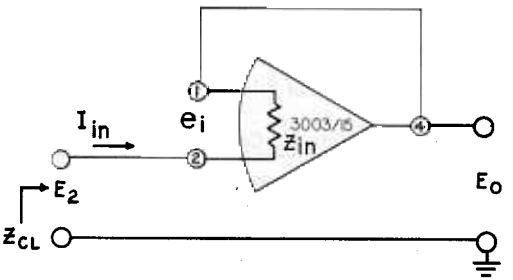

Fig. 49. Voltage follower.
In Fig. 49, the Model 3003/15 is again shown in the voltage follower circuit with the open loop input impedance, Z_{in}, indicated. For any change in output voltage, ΔE_o, the voltage across pins (1) and (2) must change by ΔE_o divided by the open loop gain, A: